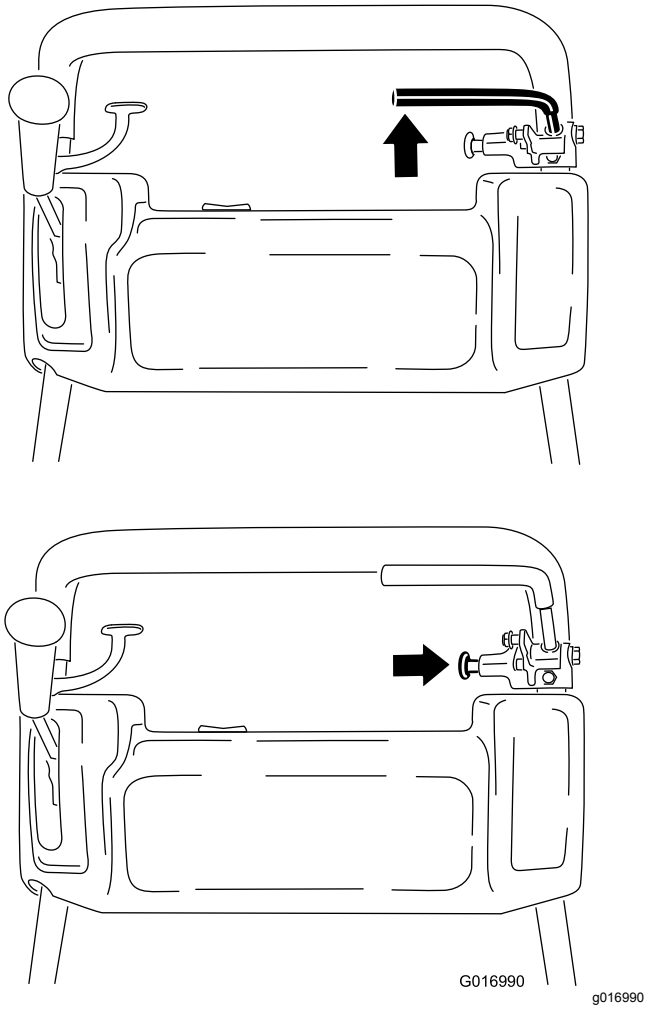

Figur 37
1. Koppla in driftsbromsen, tryck in knoppen på parkeringsbromsen och låt driftsbromsen vila på parkeringsbromsstiftet (Figur 37).